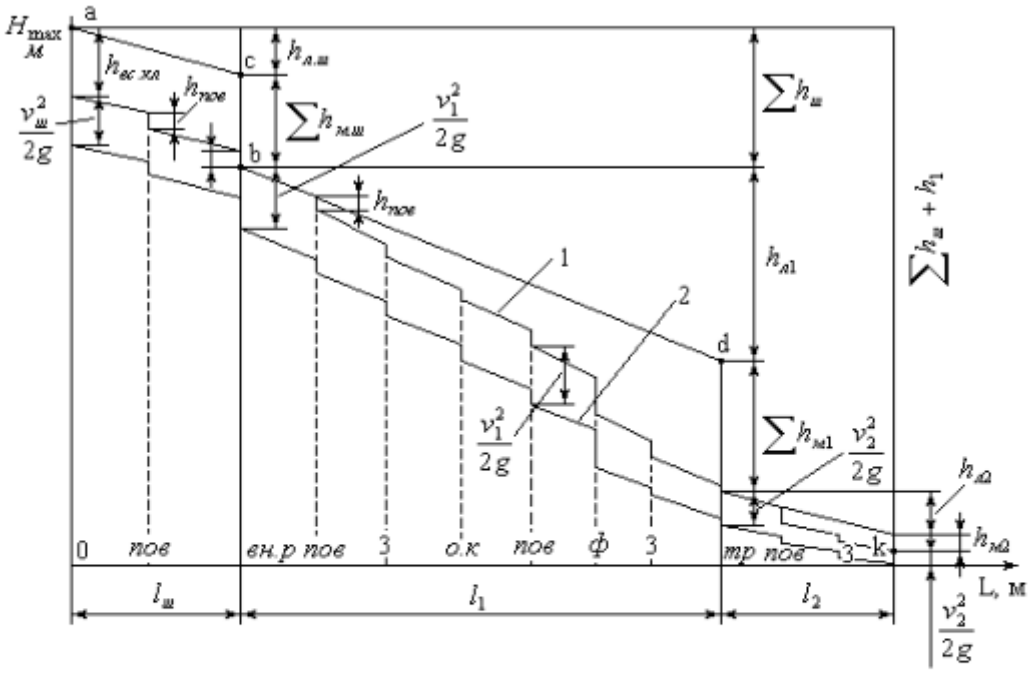

Рис. 1. Построение пьезометрической линии.
Расчетно-графическая курсовая работа должна быть оформлена в виде пояснительной записки, включающей в себя текст, соответствующие рисунки и графики на стандартном листе писчей бумаги формата А4 (210х297). Записка должна иметь титульный лист, выполненный по образцу, указанному в прилож.1. После титульного листа следует поместить исходные данные варианта, приведенные в табл.1,2 и чертеж расчетной гидравлической схемы (см. рис.1) со всеми обозначениями и с указанием номера заданного варианта. Затем излагается ход расчета. При этом сначала должна быть записана общая формула, а затем значения всех величин, входящих в нее. Для всех расчетных величин должны быть указаны единицы физических величин в СИ.
(см.рис.1).
1. Произвести аналитический и графоаналитический расчеты времени опорожнения сливной цистерны (рис.1) и сравнить результаты, полученные обоими методами.
Рис. 1. Схема установки: III - шлангопровод; M - магистральный трубопровод; d_1, d_2 - подающие трубопроводы; 1 - всасывающий клапан; 2 - задвижка; 3 - обратный клапан; 4 - фильтр; 5 - переходник; I - плавная цистерна; II - приемная цистерна